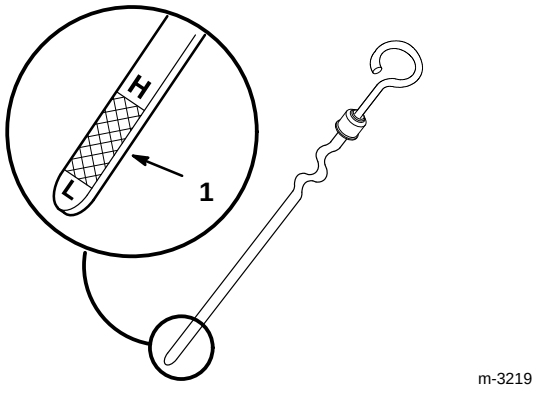

Figure 5
4. Retirer la jauge d'huile et bien essuyer l'extrémité métallique (Fig. 5).
5. Réinsérer la jauge à fond dans l'ouverture de jauge, puis la retirer et voir jusqu'où l'huile arrive sur l'extrémité métallique. Si le niveau d'huile est proche ou inférieur à la marque du bas (L), retirer le bouchon de remplissage et ajouter de l'huile sans dépasser la marque supérieure (H) de la jauge. (Type d'huile et viscosité à utiliser en fonction des conditions de température: voir huile moteur, page 36).